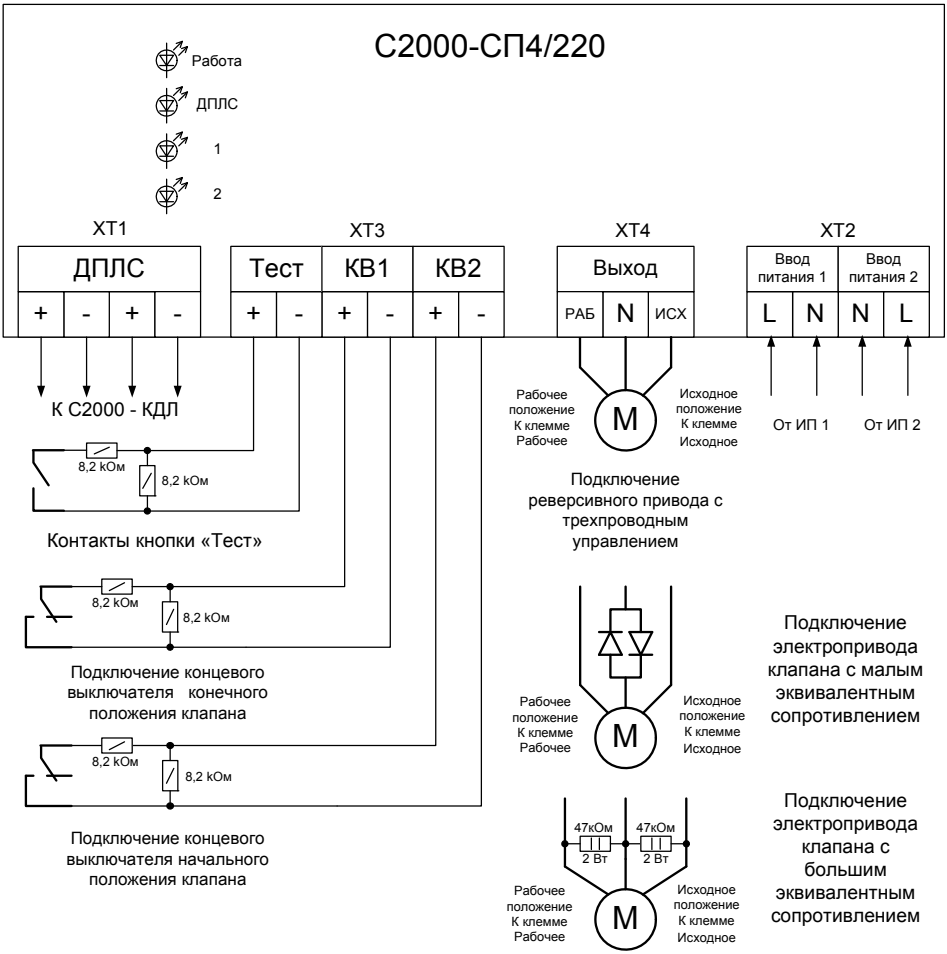

Рисунок 1. Схема внешних соединений.
2.1.4 При подключении к блоку исполнительных устройств с эквивалентным сопротивлением от 250 Ом до 50 кОм подключение осуществляется напрямую, установки каких либо дополнительных элементов не требуется (см. рис.1).
2.1.5 При эквивалентном сопротивлении нагрузки менее 250 Ом (напряжение между клеммами выхода меньше 0,06 В, ток контроля 0,5 мА) необходимо последовательно с исполнительным устройством подключить 2 встречно параллельных диода соответствующей мощности с обратным напряжением 400 вольт и более (например 1N4007, если рабочий ток не превышает 1А либо 1N5406 при рабочем токе более 1 А). Установить диоды необходимо в непосредственной близости от исполнительного устройства (см. рис.1).
с исполнительным устройством подключить резистор номиналом менее 50 кОм соответствующей мощности (рекомендуемый номинал 47 кОм – 2 Вт), установить который необходимо вблизи от исполнительного устройства (см. рис.1).